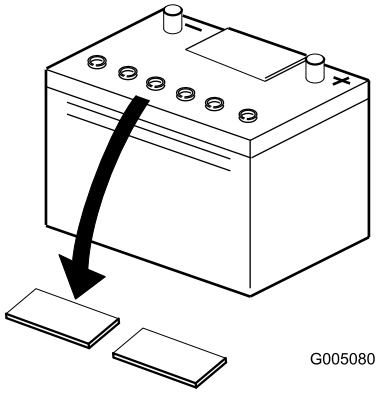

Figur 4
2. Rengör batteriets ovansida och ta bort luftarlocken (Figur 4).